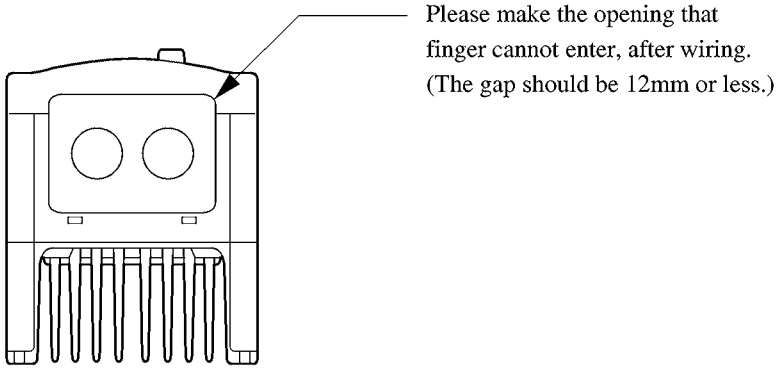

Figure 5 Wiring opening cover
1) When the inverter is installed outside a cubicle wiring openings should be covered, so that it should prevent someone from touching live parts through the openings in case of a maintenance. (Refer to Figure 5)